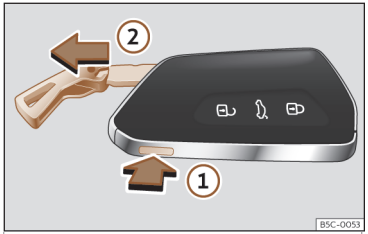

Abb. 72 Fahrzeugschlüssel: Schlüsselbart abziehen.
• Wenn Sie die Taste››› **Abb. 72** ① einmal drücken, wird der Schlüsselbart entriegelt und eine Öse als Schlüsselband angezeigt.
• Halten Sie die Taste ① gedrückt und ziehen Sie gleichzeitig die Öse in Pfeilrichtung ››› **Abb. 72** ②, um den Schlüsselbart vollständig auszuklappen.